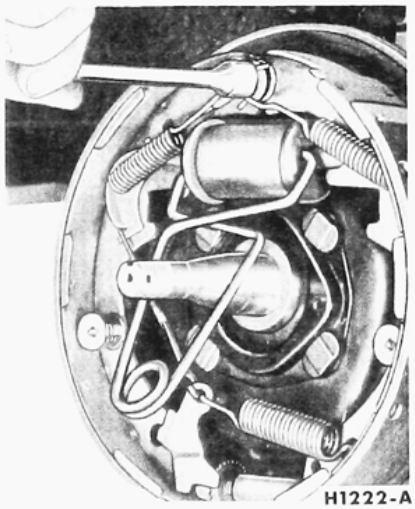

FIG. 4—Retracting Spring Removal
1. With the wheel and drum removed, install a clamp over the ends of the brake cylinder as shown in Fig. 4.
5. Remove the secondary shoe to anchor spring with the tool shown in Fig. 4. With the same tool, remove the primary shoe to anchor spring and unhook the cable anchor.